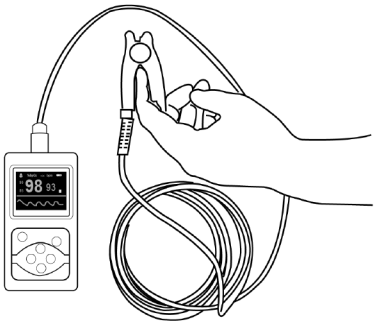

Figura 6
- Il dito deve essere posizionato correttamente (vedere figura 6 allegata), poiché un posizionamento errato o una posizione di contatto impropria con il sensore influenzeranno la misurazione.
A. Inserire il dito nella sonda. Fare riferimento alla Figura 6.
(La sonda effettiva può essere diversa dalla sonda illustrata nella Figura 6, pertanto si prega di fare riferimento alla sonda fornita con il dispositivo)